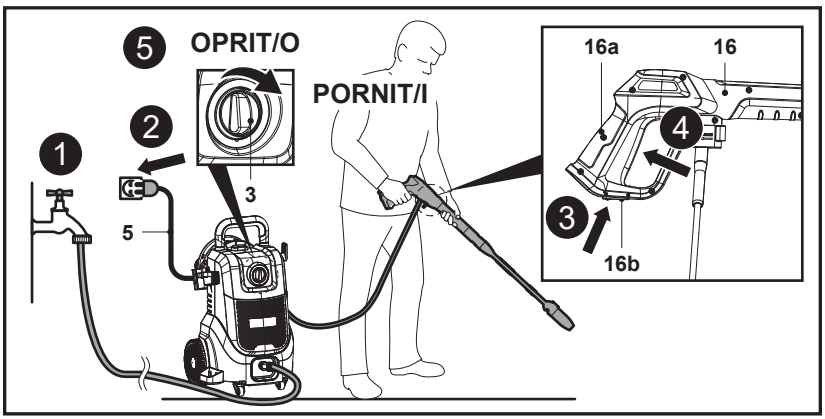

Fig. 19
1. Deschide robinetul pentru a lăsa apa să curgă în pompă (fig. 19, pasul 1).
2. Conectează cablul (5) la sursa de alimentare electrică după ce te-ai asigurat că comutatorul rotativ (3) este în poziția oprit (fig. 19, pasul 2).
3. Trage în spate piedica (16b) din partea de jos a pistolului pulverizator (16) pentru a debloca declanșatorul (16a) (fig. 19, pasul 3).
4. Apasă complet declanșatorul (16a) până când există un flux constant de apă, pentru a elimina aerul din aparat și din furtunul de apă (fig. 19, pasul 4). Apoi eliberează declanșatorul pistolului pulverizator (16a).
5. Pornește aparatul rotind comutatorul de pornire / oprire (3) la poziția „**I**” (fig. 19, pasul 5).